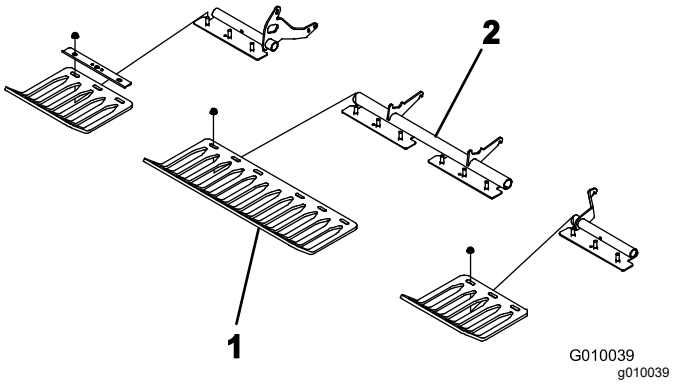

Figur 23
4. Monter plæneafskærmningerne løst på plæneafskærmningsbeslagene med 4 plæneafskærmningsklemmer og 12 flangemøtrikker (Figur 23). Tilspænd ikke fastgørelsesanordningerne.
Bemærk: Plæneafskærmningsklemmerne og flangemøtrikkerne er fastgjort til plæneafskærmningsbeslagene fra fabrikken (Figur 23).